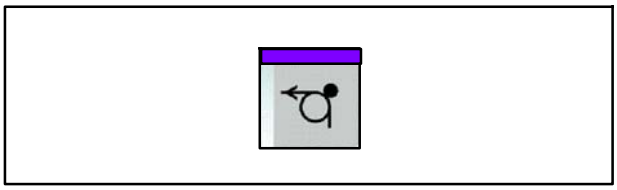

Fig. 185 Touche Lever/abaisser le cylindre de pression
17. Appuyer sur la touche Lever/abaisser le cylindre de pression (Fig. 185) pour abaisser le cylindre de pression